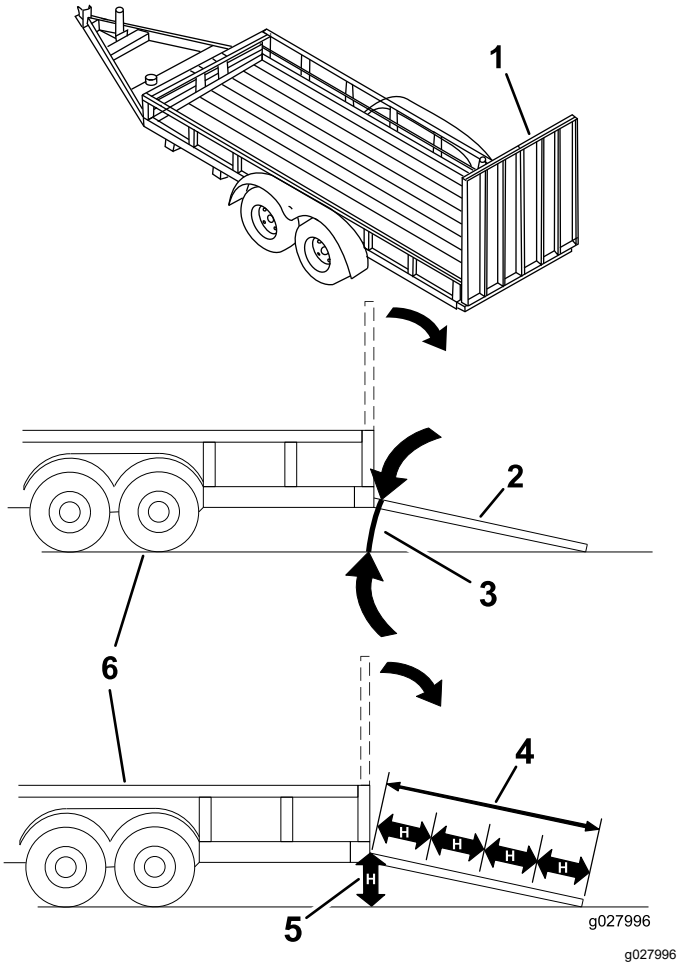

Figuur 39
Als een machine wordt geladen op een aanhanger of een vrachtwagen, wordt de kans vergroot dat de machine kantelt. Dit kan ernstig lichamelijk letsel of de dood veroorzaken (Figuur 39).
3. Laat de oprijplaat zakken; zorg dat de hellingshoek van de oprijplaat ten opzichte van de grond niet groter is dan 15 graden (Figuur 39).
1. Laat de oprijplaat zakken; zorg dat de hellingshoek van de oprijplaat ten opzichte van de grond niet groter is dan 15 graden (Figuur 39).